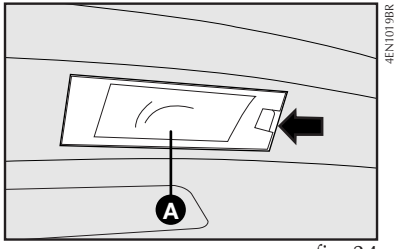

fig. 24
LUZ DE PLACA - fig. 24 e 25
- retirar o porta-lâmpadas **A-fig. 24** utilizando uma chave de fenda (não fornecida) no ponto indicado pela seta **fig. 24**, cuidando para não arranhar a pintura;